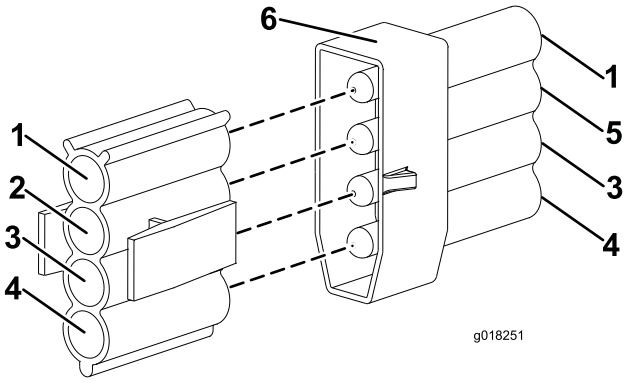

Figura 13
12. Ligue o conector da rede de cablagem da máquina com o fio VERDE/BRANCO ao conector identificado de montagem da luz do lado esquerdo. (Figura 13).